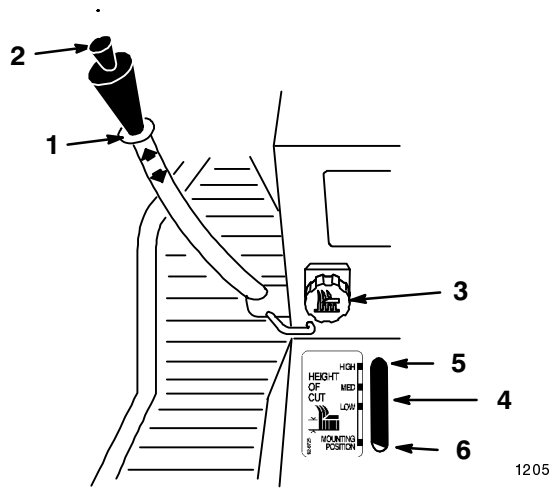

Figure 15
Le levier de relevage d'accessoires (Fig. 15) s'utilise pour relever ou abaisser divers accessoires.
Le bouton de réglage de hauteur (Fig. 15) s'utilise pour limiter la descente de l'accessoire. Le bouton peut être tourné dans un sens ou dans l'autre pour placer la limite de descente plus haut ou plus bas.
1. Placer le levier de relevage d'accessoire en position relevée, voir Relevage d'accessoires. Quand le levier est en position haute, le bouton de réglage de hauteur (Fig. 15) peut être utilisé pour déplacer la limite de descente de l'accessoire. Tourner le bouton respectivement vers la gauche ou vers la droite pour faire descendre l'accessoire plus bas ou moins bas.
2. L'indicateur de réglage de hauteur (Fig. 15) indique le déplacement de la position relative du réglage.